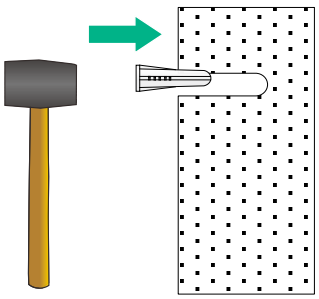

図 3-8 アンカー(壁用)の打ち込み
4) アンカー(壁用)を穴に挿入します。図 3-8 の通りアンカー(壁用)が壁面に全て埋め込まれるまでゴム製ハンマーで打ち込んでください。